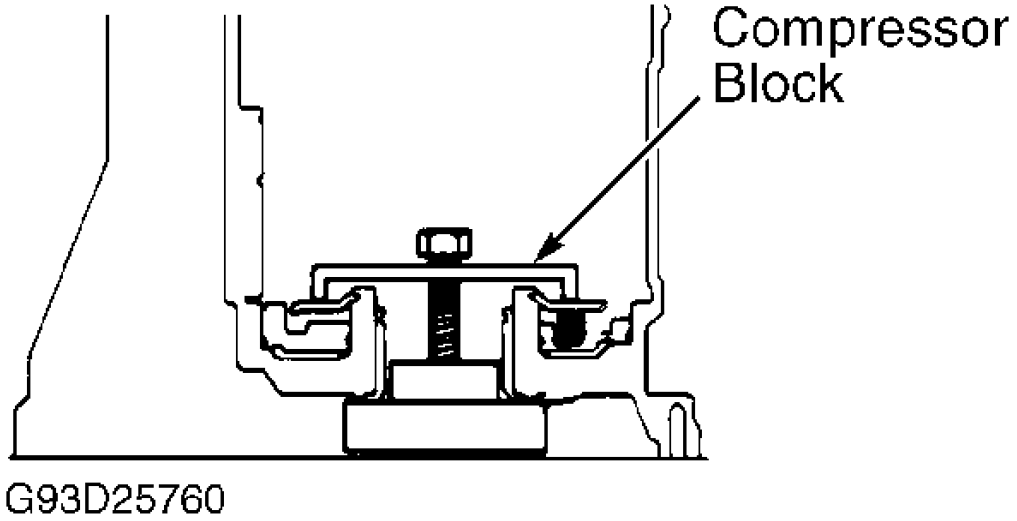

Fig. 16: Compressing 1st & Reverse Brake Piston Springs
18. Using appropriate compressor, compress 1st and reverse piston. See **Fig. 16** . Remove snap ring. Apply